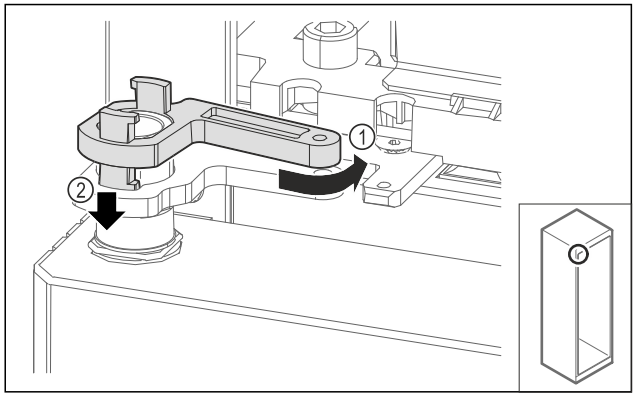

Fig. 59
▶ Rotiți înapoi ușor închizătorul de blocare al suportului de lagăr *Fig. 59 (1)*, apăsați în jos *Fig. 59 (2)* și blocați în colțarul balamalei.